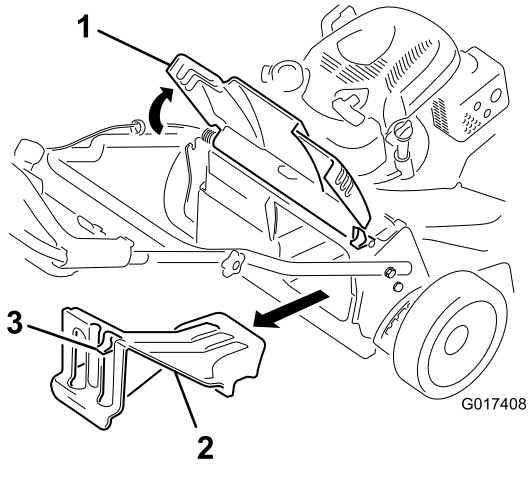

Figur 26
1. Höj och håll upp den bakre luckan (Figur 26).
2. Ta bort den bakre utkastarpluggen genom att dra ned spärren med tummen och dra ut pluggen från maskinen (Figur 26).